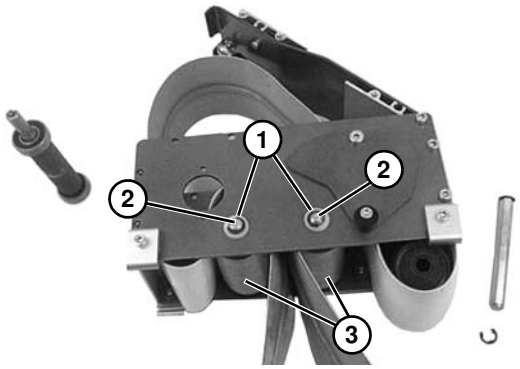

Abbildung 69
a. Bei 44 mm, 70 mm oder 95 mm breitem Förderband die E-Ring-Klammern und Unterlegscheiben **(Abbildung 69, Teil 1)** abnehmen. Rollenwellen **(Abbildung 69, Teil 2)** und Riemenscheiben **(Abbildung 69, Teil 3)** abnehmen.